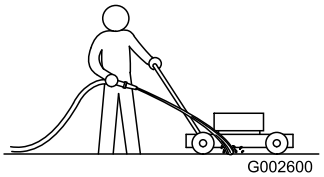

**Figur 48**
1. Spruta en vattenstråle framför det **högra** bakhjulet medan motorn är igång och gräsklipparen befinner sig på en plan stenbelagd yta (Figur 48).